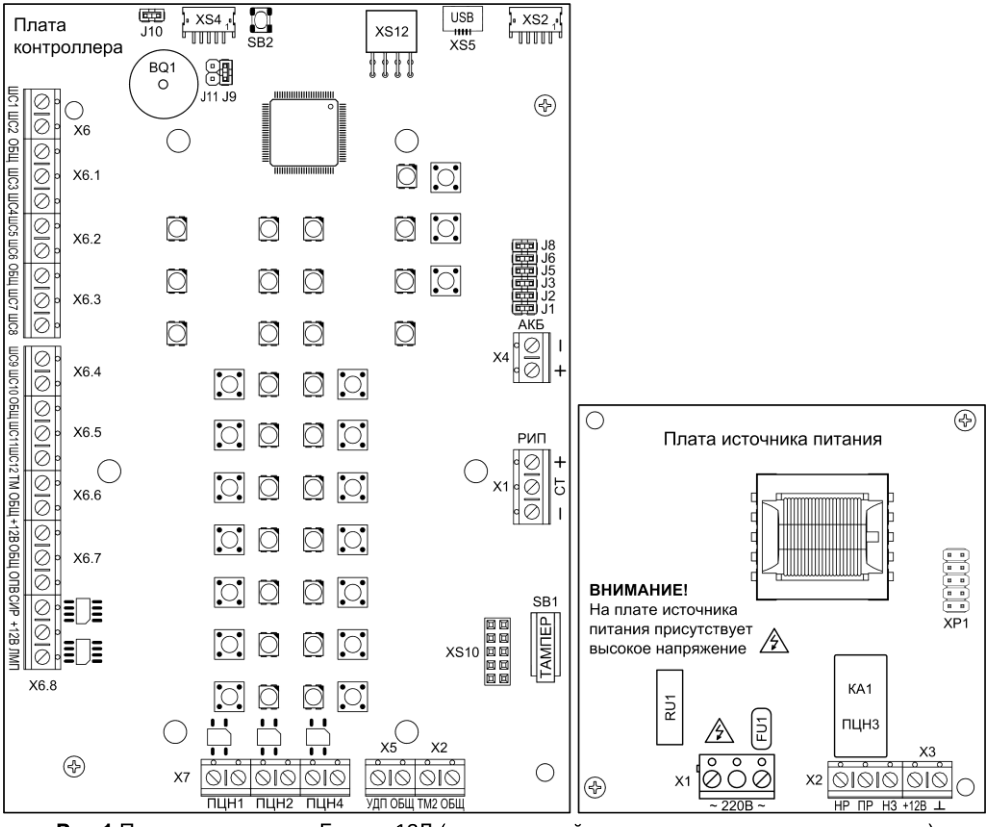

Рис.1 Плата контроллера Гранит-12Л (вид со снятой панелью индикации и управления) и плата источника питания
Прибор состоит из корпуса и съёмной крышки. В корпусе расположены плата контроллера, плата источника питания (рис.1), универсальный коммуникатор с антенной GSM (п.5.3) или/и IP-коммуникатор (п.5.4). На плате контроллера установлена панель индикации и управления (рис.2).
3.1 На плате контроллера (рис.1) расположены следующие элементы:
3.3 На плате источника питания (рис.1) расположены следующие элементы: